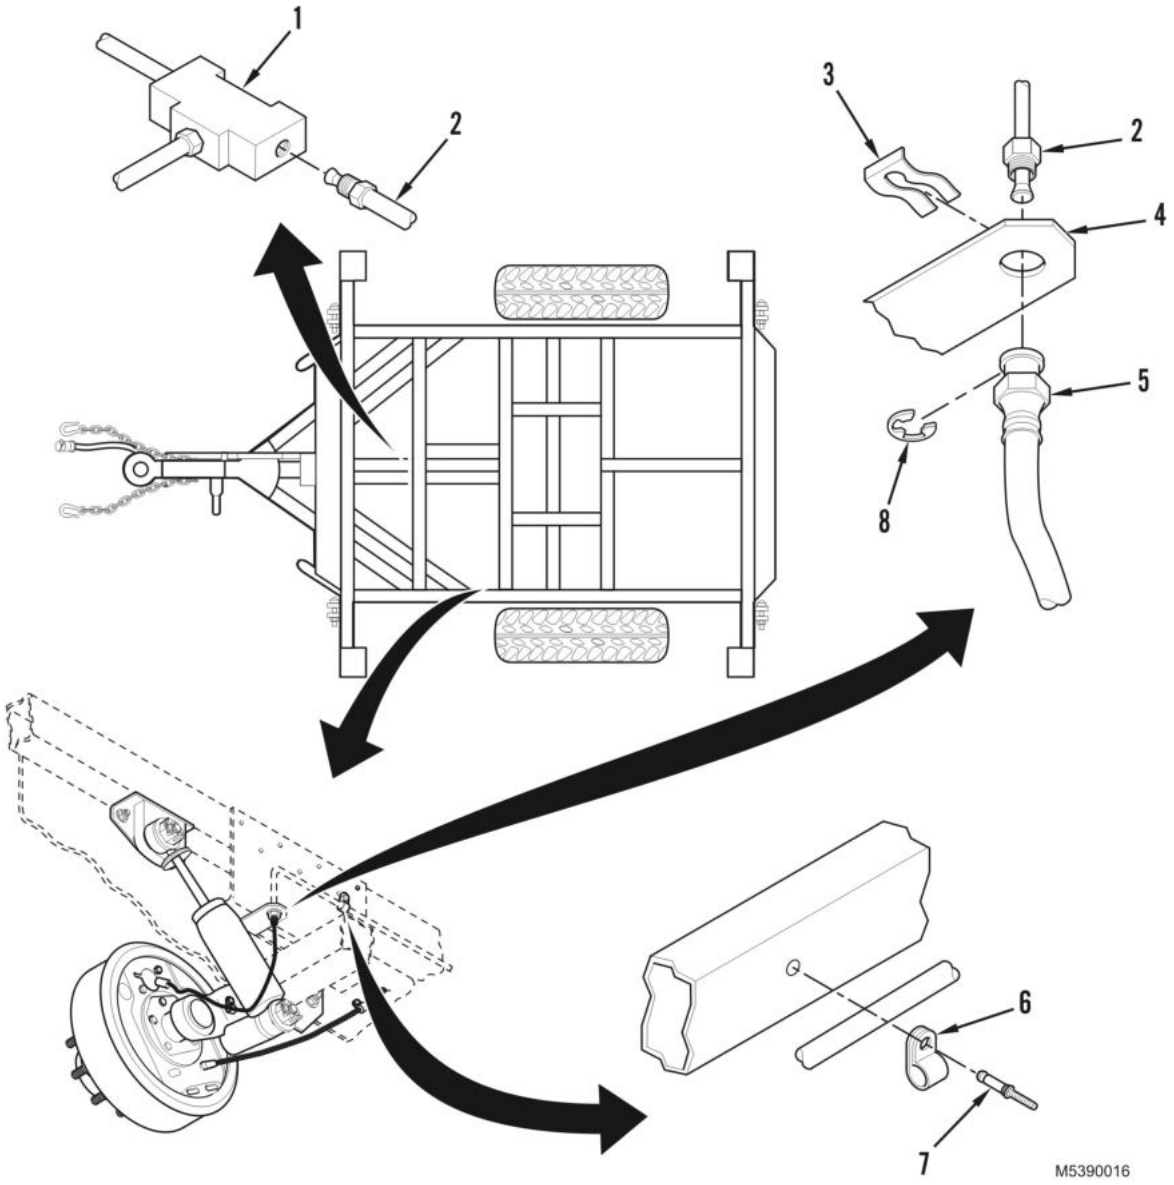

Figure 4. Rear Solid Brake Line Removal and Installation.
1. Remove clip (Figure 4, Item 8) and clip (Figure 4, Item 3), securing flex brake line (Figure 4, Item 5) and solid brake line (Figure 4, Item 2) to bracket (Figure 4, Item 4).
2. Disconnect flex brake line (Figure 4, Item 5) from solid brake line (Figure 4, Item 2), and install temporary plug in flex brake line.
3. Disconnect solid brake line (Figure 4, Item 2) from "tee" (Figure 4, Item 1), and install temporary plug in "tee."
4. Remove two rivets (Figure 4, Item 7) and two clamps (Figure 4, Item 6), securing solid brake line (Figure 4, Item 2) to frame. Remove solid brake line. Discard rivets.
1. Remove temporary plug from "tee" (Figure 4, Item 1), and connect solid brake line (Figure 4, Item 2) to "tee." Tighten flare fitting.
2. Remove temporary plug from flex brake line (Figure 4, Item 5), and connect solid brake line (Figure 4, Item 2) to flex brake line. Tighten flare fitting.
3. Install clip (Figure 4, Item 3), securing flex brake line (Figure 4, Item 5) and solid brake line (Figure 4, Item 2) to bracket (Figure 4, Item 4), and install clip (Figure 4, Item 8).
4. Install two clamps (Figure 4, Item 6) and two new rivets (Figure 4, Item 7), securing flex brake line (Figure 4, Item 5) and solid brake line (Figure 4, Item 2) to frame.